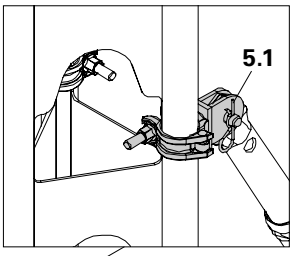

Fig. A3.03a
– Fix to the prop chords with Brace Connectors HDR (5.1). (Fig. A3.03a)